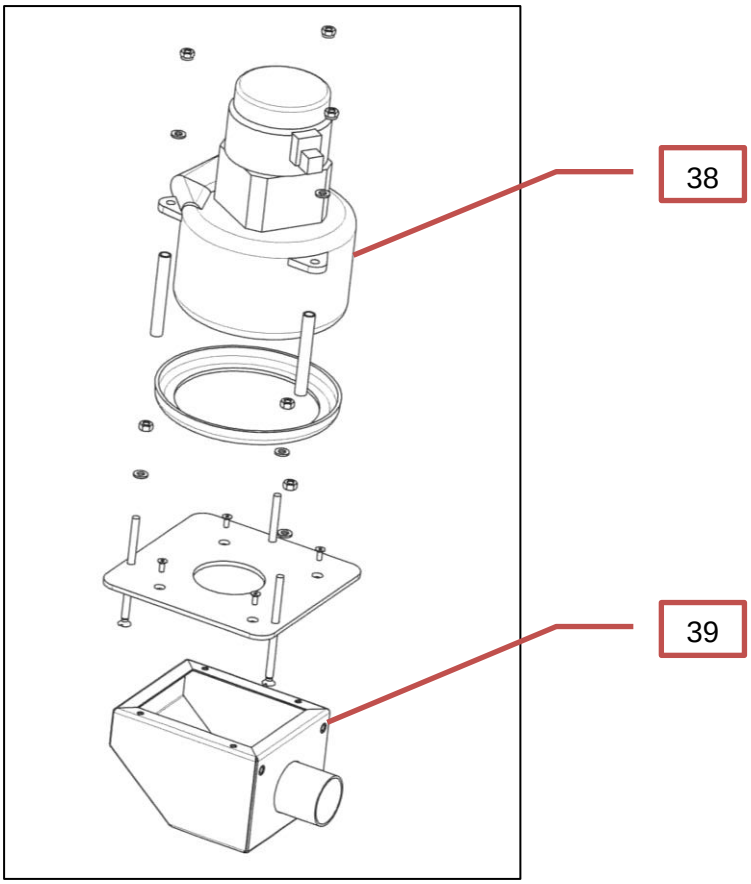

Bild 19 Auffangbehälter
- Den Schmutzwassertank (21) nach Gebrauch immer leeren und mit Wasser ausspülen
- Bürsten (1) überprüfen und reinigen.
- Absaugwanne (32) ausspülen.
- Abstreifbürste (33) reinigen.
- Reinigen und leichtes Einölen der ausgefahrenen Stellantriebe (22).
- Dichtleiste (34) prüfen, ggf. erneuern (Bild 19: Dichtleiste / Gleitschiene).
- Ketten (35) auf Spannung prüfen und, falls nötig, mit Kettenspanner spannen
- Ketten (35) reinigen und mit einem Kettenspray einsprühen.
- Sprühdüsen (36) prüfen, ggf. reinigen.
- Gleitschienen (25) rechts und links prüfen. Bei Verschleiß erneuern (Bild 19: Dichtleiste/ Gleitschiene).
- Abstreifbürste (33) und Dichtleiste (34) nach entfernen des Deckels (3) durch die Öffnung (4) wechseln (siehe Kapitel 3.2: Bürsten montieren)